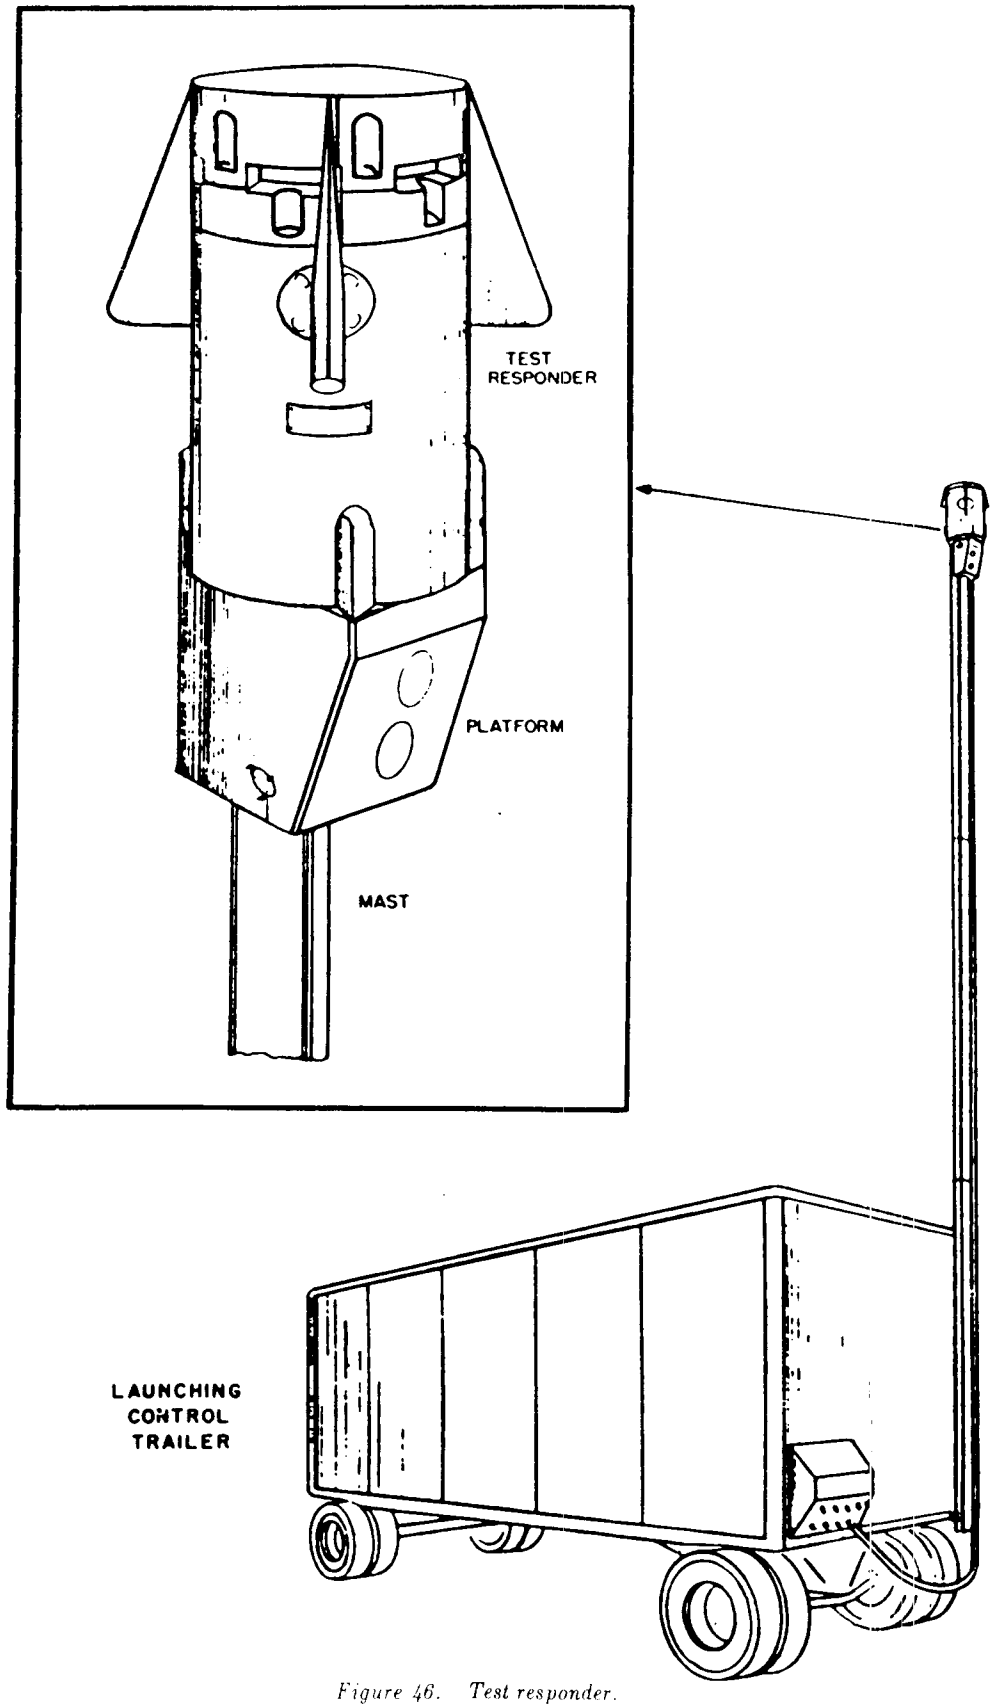

*Figure 46. Test responder.*
*e. Test Responder* (fig. 46). The test responder, installed on top of a mast attached to the front of the launching control trailer, is essentially the beacon system of a missile guidance unit. It is used in testing the missile-tracking radar.